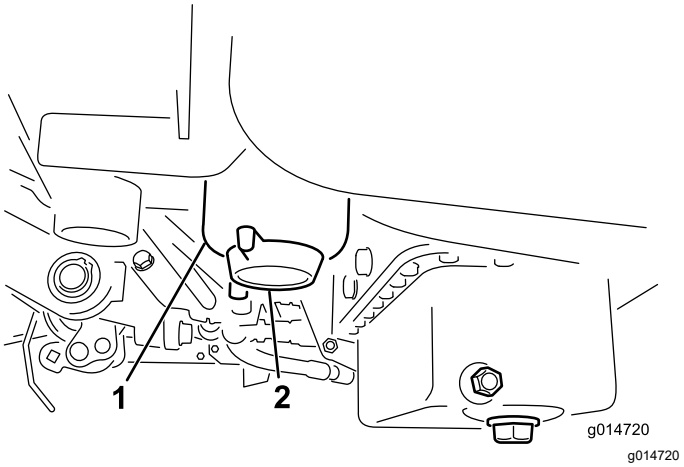

Figur 33
3. Öppna avtappningspluggen på bränslefiltret cirka ett varv och töm ut eventuellt ansamlat vatten (Figur 33).